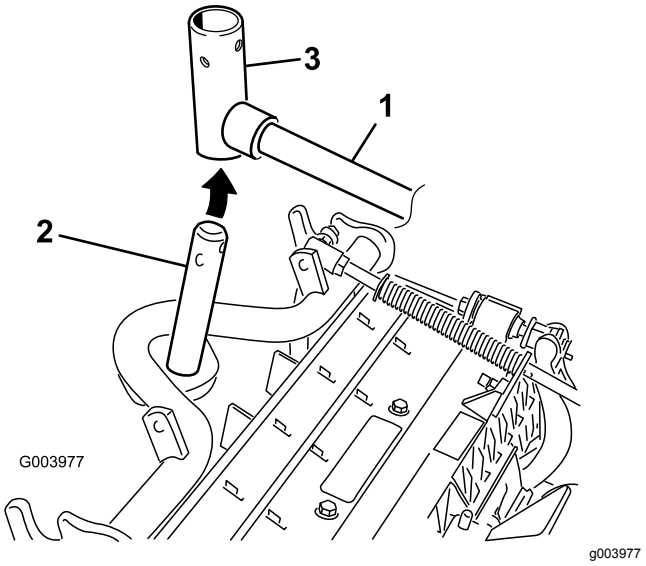

**Figur 11**
8. Hvad angår de forreste klippeenheder, skubbes en klippeenhed ind under løftearmen, mens bærerammeakslen sættes op i løftearmens drejegaffel (Figur 11).
B. Sæt løftearmsgaflen på bærerammens aksel (Figur 11).